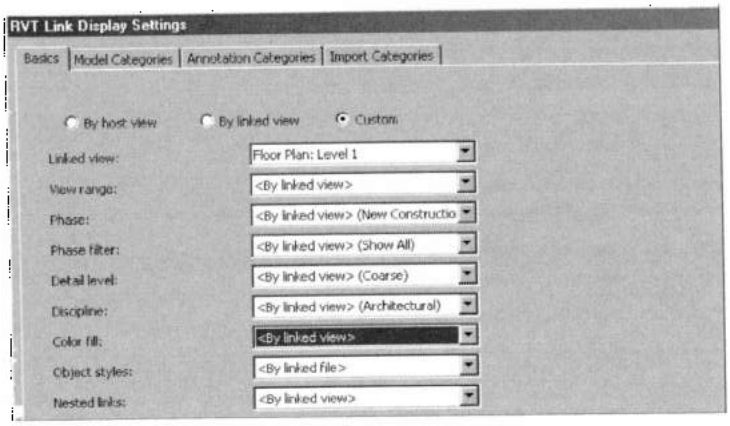

Рис. 31.5. *Настройка внешнего вида связанной модели*
Для настройки определенной связанной модели необходимо щелкнуть в графе **Display Settings** (Настройки отображения) либо в строке этой модели, если необходимо настроить сразу все вхождения, либо в строке определенного вхождения для его индивидуальной настройки. Откроется бокс **RVT Link Display Settings** (Параметры отображения RVT-связей) на вкладке **Basics** (Основные) (рис. 31.5).
2. На вкладке **Revit Links** кнопкой в графе **Display Settings** открыть бокс **RVT Link Display Settings** (см. рис. 31.5), в котором установить режим *By Host View*, *By Linked View* или *Custom*, и выбрать поведение отображения связанного файла для стадии, фильтра стадии и вложенных связанных моделей. Если в состав связанной модели включены варианты конструкции, то доступна вкладка **Design Options** (Варианты конструкции). Любая из опций, использованная при формировании вариантов конструкции, может быть выделена для включения в данные отчетной спецификации.